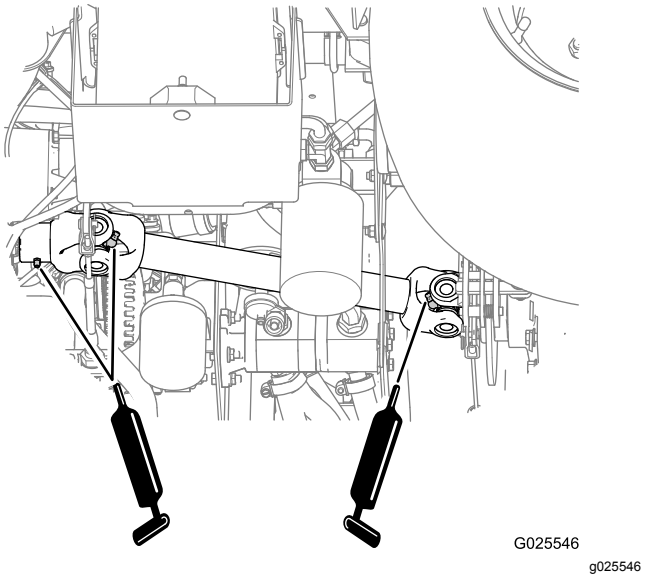

図 39
- **駆動シャフトの U ジョイント (2ヶ所)**; 図 39を参照
- **スライディングヨーク (1ヶ所)**; 図 39を参照